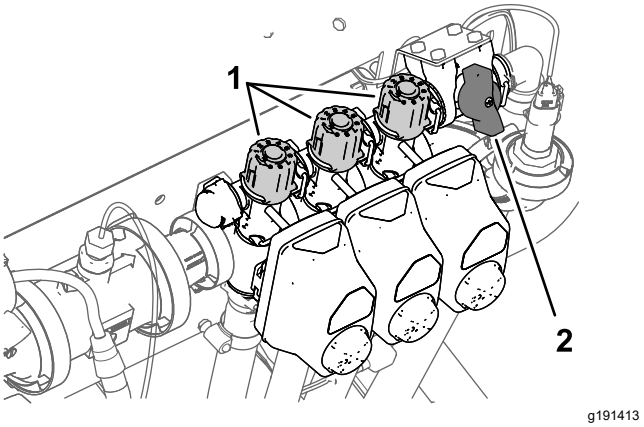

Figur 32
2. Stäng av omkopplaren för vänstersektionen och justera sektionens överströmningsvred (Figur 32) tills värdet som visas når föregående nivå i tabellen.
4. Justera den högra sektionens överströmnings-vred (Figur 32) tills värdet av föregående nivå visas, enligt tabellen.
6. Justera mittsektionens överströmningsvred (Figur 32) tills värdet som visas når föregående nivå i tabellen.